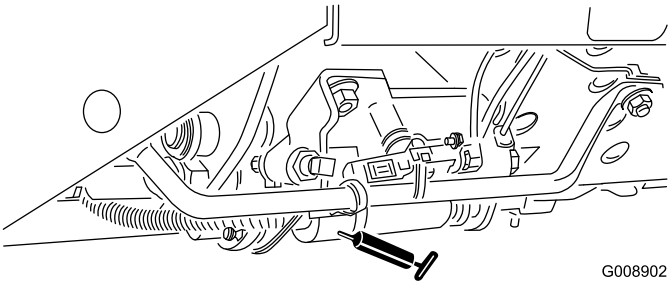

Figur 55
- Klippe/transportskyder (Figur 55)